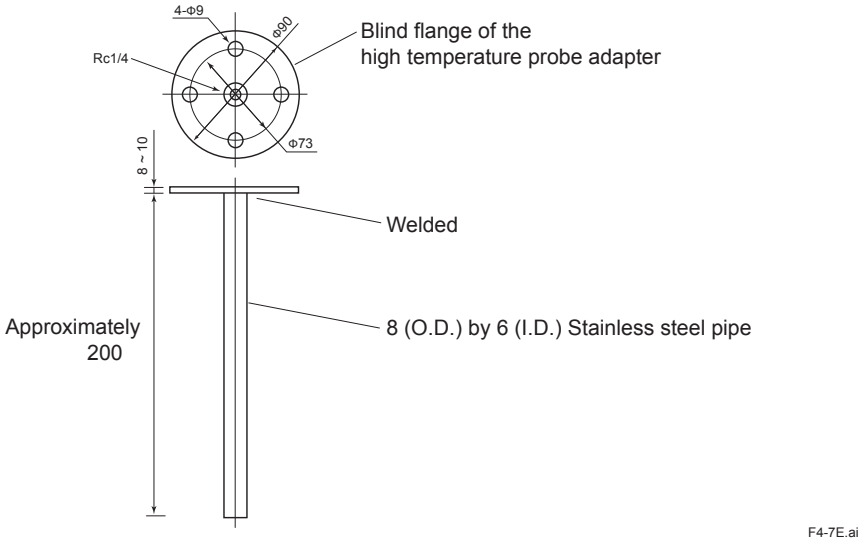

Figure 4.7 Blow pipe Construction
- Blow pipe (to be prepared as illustrated in Figure 4.7.)
Manufacture the blow pipe as illustrated in Figure 4.7, and mount it on the high temperature probe adapter.